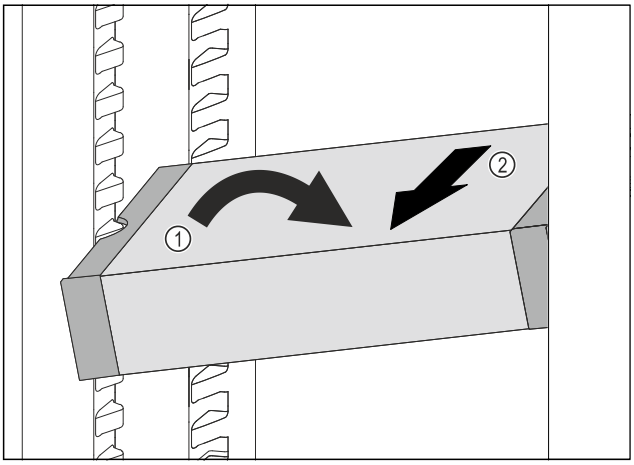

Fig. 175
▶ Poziționați oblic VarioSafe în frigider. *Fig. 175 (1)*
▶ Extrageți VarioSafe spre înainte. *Fig. 175 (2)*